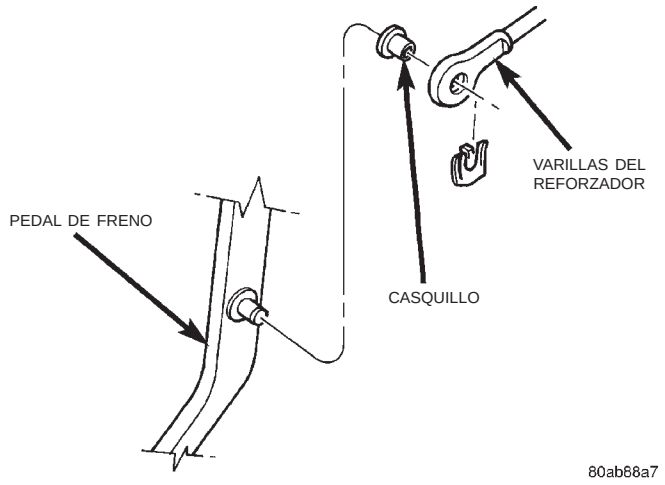

Fig. 18 Vástago de pistón del reforzador
(1) Retire el protector de rodillas de debajo de la columna de dirección.
(2) Retire el collarín de retención que fija el vástago de pistón del reforzador en el pedal (Fig. 18).
(3) Retire el conmutador de luz de stop.
(4) Retire las tuercas que fijan el reforzador en el soporte del pedal y las tuercas en el soporte de la columna.
(5) Retire la ménsula de soporte y el pedal como conjunto del vehículo.